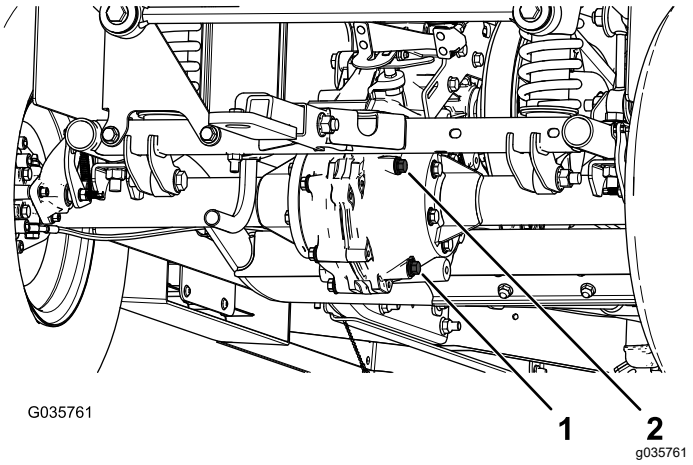

Figur 59
4. Ta bort växellådans påfyllningsplugg (Figur 59).
5. Om vätskenivån är låg ska du ta bort påfyllningspluggen och fylla på med angiven vätska tills den rinner ut ur hålet (Figur 59).
1. Rikta in ett kärl under avtappningspluggen (Figur 59).
2. Ta bort påfyllningspluggen och förslutningen (Figur 59).
3. Ta bort avtappningspluggen och tätningen och låt all vätska rinna ut (Figur 59).